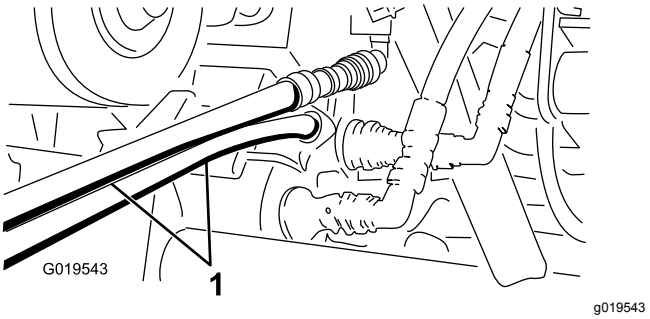

図 75
5. 救援側のワークマンのカップラブラケットにまだついているカップラに、救援用ホースを接続する上のホースは上のカップラに、下のホースは下のカップラに接続する図 75。